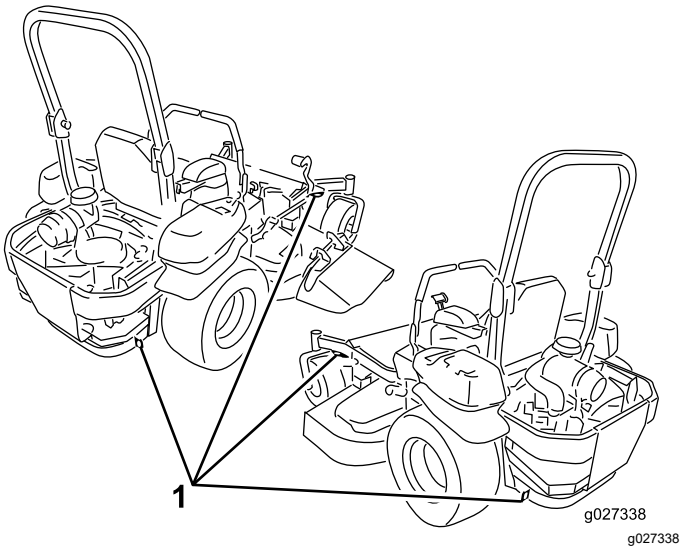

Figur 43
6. Fest maskinen nær de fremre styrehjulene og den bakre støtfangeren med stropper, kjettinger, kabler eller tau (Figur 43). Se lokale bestemmelser for krav om festing.